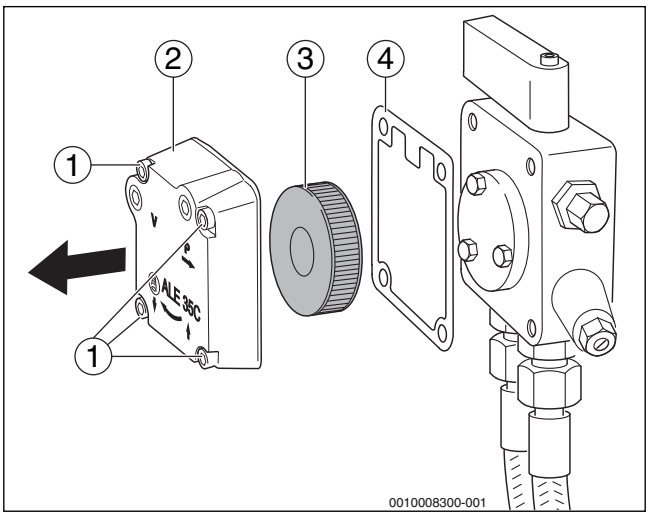

Fig. 28 Contrôler le filtre de la pompe à fioul – Pompe à fioul Suntec
- Desserrer les quatre vis hexagonales (→fig. 28, [1]).
- Retirer le couvercle du boîtier (→fig. 28, [2]).
- Retirer le filtre de la pompe à fioul (→fig. 28, [3]).
- Vérifier si le joint (→fig. 28, [4]) est endommagé et le remplacer si nécessaire.
- Nettoyer le filtre de la pompe à fioul (→fig. 28, [3]) avec de l'essence et le remplacer si nécessaire, puis le remettre en place sur la pompe à fioul.